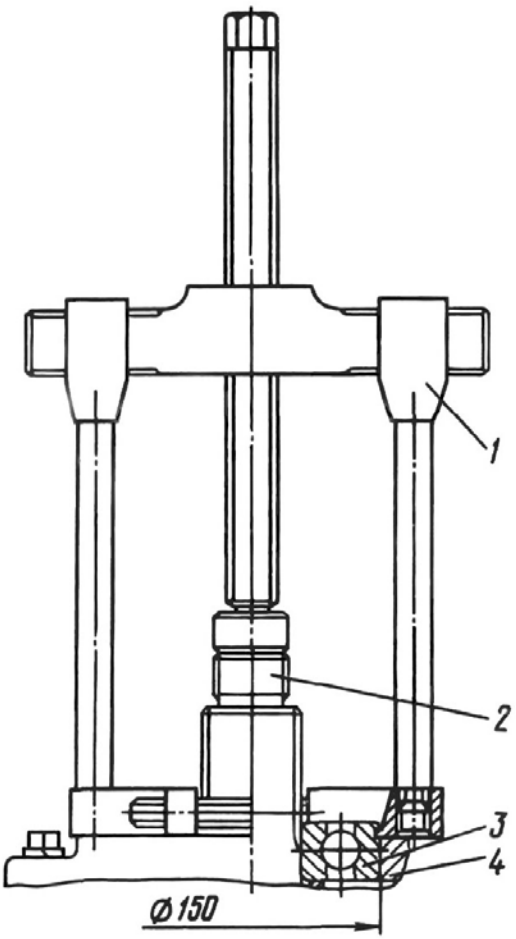

Рис.14. Съемник для снятия подшипников и шестерен раздаточной коробки:
11. Снимите стопорные кольца 39 подшипника привода переднего моста, заднего подшипника первичного вала, заднего подшипника промежуточного вала, подшипника привода среднего моста и с помощью универсального съёмника (рис.14) выпрессуйте вышеперечисленные подшипники.